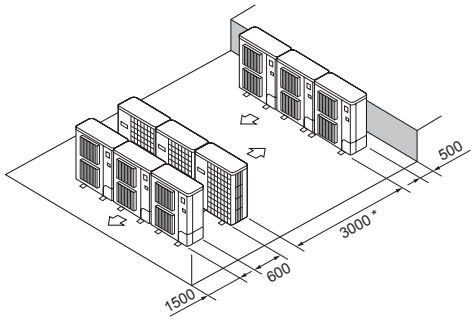

Fig. 2-18
⑥ Disposizione di diverse unità parallele (Fig. 2-18)